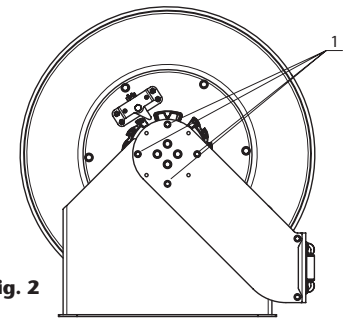

Fig. 2
Para posicionar os braços guia, é necessário afrouxar e retirar os parafusos (1) (fig. 2), de ambos os braços. Neste momento a roda e os braços guia estarão soltos da base neste momento. Então trocar os braços para posição desejada e voltar a fixar os braços com os mesmos parafusos.